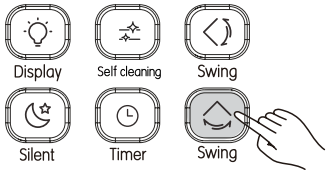

Рисунок 3.12
① При включенном блоке. Нажмите кнопку (см. Рисунок 3.12). Активируется функция качания в горизонтальном направлении, загорается индикатор и на внутренний блок передается сигнал.